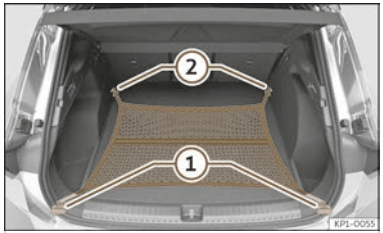

Fig. 193 In the boot: net bag hooked up at floor level.
- Secure the net hooks to the fastening rings >>> **Fig. 193** ① and ② >>> ⚠. The bag zip should be facing upwards.